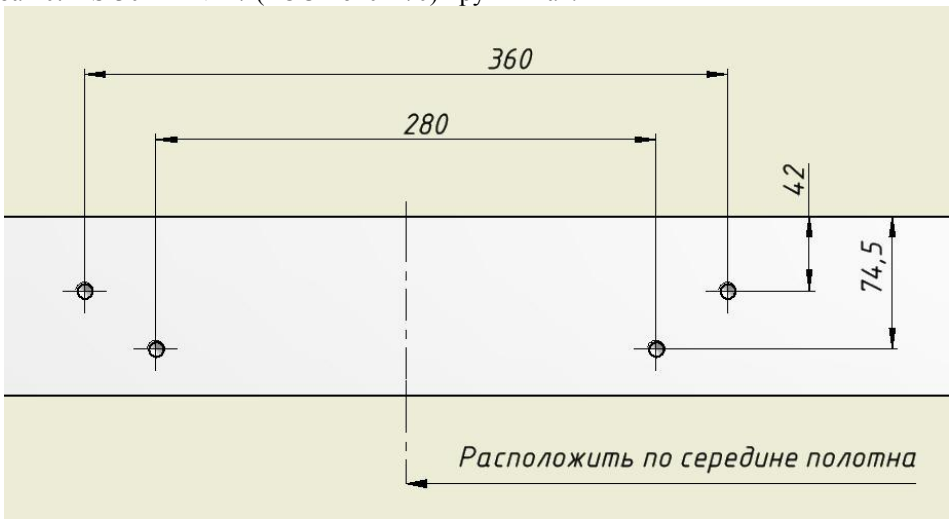
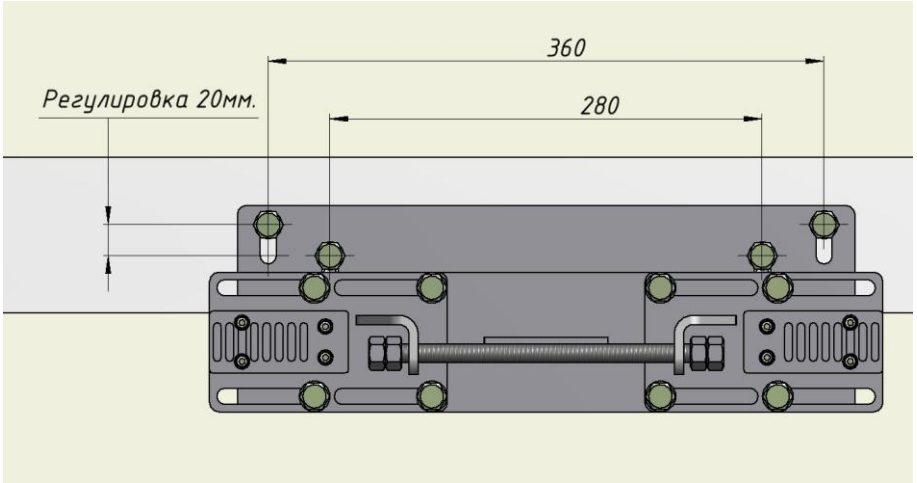

Рис.5
Рис.6
2.9. Разметить и просверлить отверстия на верхнем торце двери (Рис.5). Если отверстия выполнены на заводе изготовителе (Рис.6), то следует использовать следующий крепеж:
Внимание! *Расположение для двери в среднем положении указано на рис. 5а.*